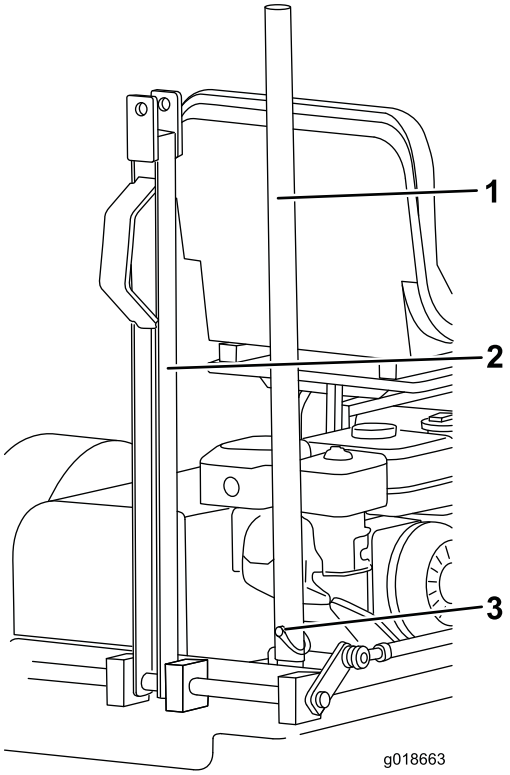

Figur 8
A. Ta bort hjulsprinten som håller fast lyftstången på bogseringsstångens fästtapp och ta bort stången från fästet (Figur 8).